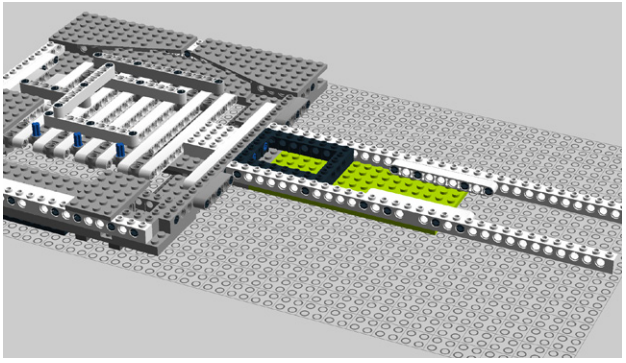

Figure 8-49. *Step 44: Adding a pair of 8x8 plates to the underside*
44. Reinforce the bottom of the neck with a pair of 8x8 plates (Figure 8-49).